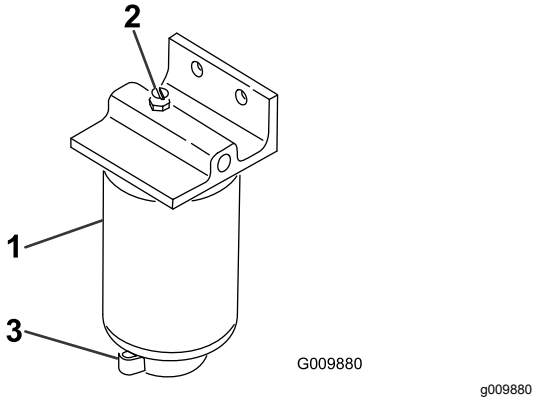

**Figuur 58**
2. Draai de aftapplug onder de filterbus los (Figuur 58).
1. Reinig de omgeving van de plaats waar de filterbus wordt gemonteerd (Figuur 58).